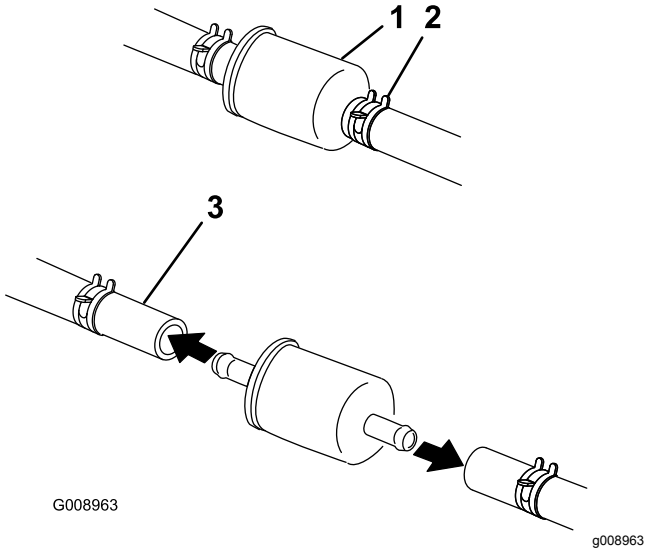

Figuur 59
5. Druk de uiteinden van de slangklemmen naar elkaar toe en schuif ze weg van het filter (Figuur 59).
7. Monteer een nieuw filter en schuif de slangklemmen terug tot dicht bij het filter (Figuur 59).